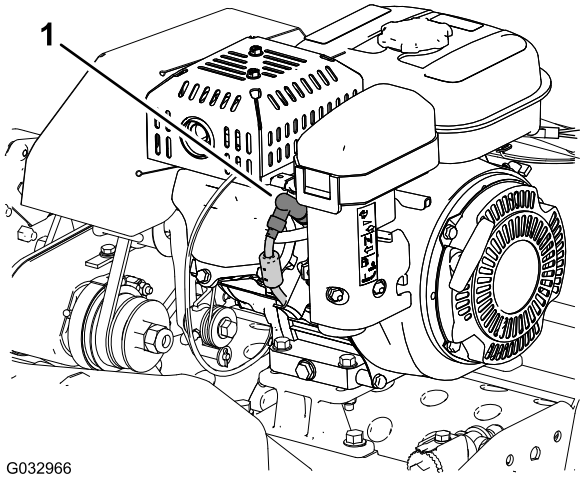

Rysunek 1
4. Odłącz przewód od zacisku na świecy zapłonowej (Rysunek 1).